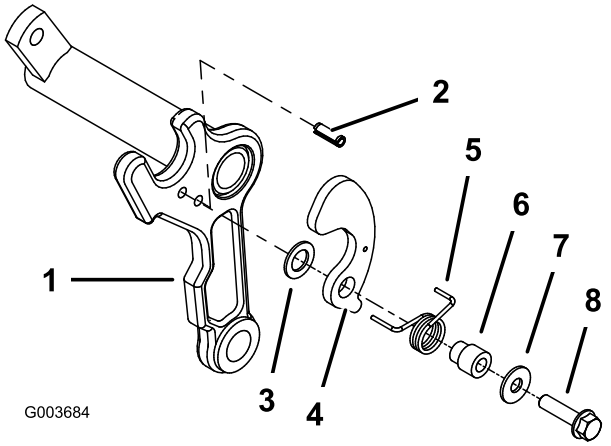

Figure 6
6. Install a roll pin into the lower hole in the appropriate side of each cutting unit carrier frame (Figure 6).
7. On the side of the carrier frame on which the roll pin is installed, mount a plastic washer, basket bracket, torsion spring, basket collar, flat washer (.344 x .875) and bolt (5/16 x 1-1/4 inches) (Figure 6). Position the longer leg of the spring around the front of the carrier frame, and insert the shorter, rear leg of the spring into the hole in the basket bracket.